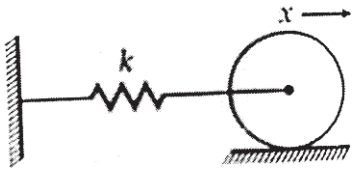

Fig. 1c
c) A circular cylinder of mass 4 kg and radius 15 cm is connected by a spring of stiffness 4000N/m as shown in Fig. 1c. If it is free to roll on surface without slipping, determine the natural frequency. **[6]**